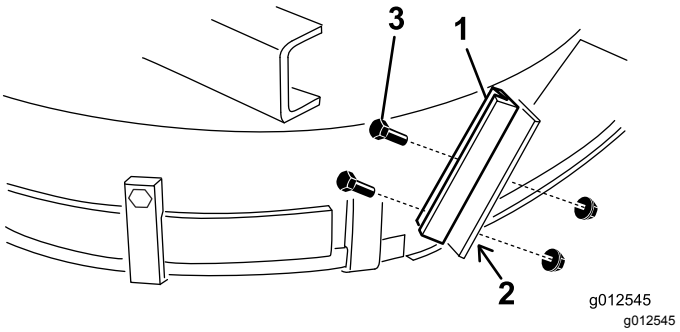

Figura 17
1. Con el nuevo tope de deflector como plantilla, colóquelo en el tope plano del deflector existente (Figura 17). Asegúrese de que el nuevo tope del deflector está nivelado en la parte inferior, de que hace contacto con el lateral de la carcasa y está en paralelo con el borde exterior del soporte del deflector.
3. Monte el nuevo soporte del deflector en el tope del deflector existente con 2 pernos (¼"-20 x ¾") y contratuercas (¼"-20), como se muestra en Figura 17.